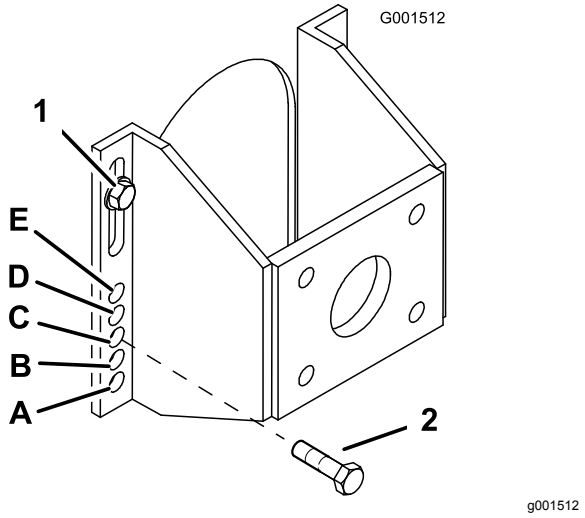

Figuur 16
5. Draai de 2 bovenste asbouten los maar verwijder deze niet (Figuur 16).
6. Verwijder de 2 onderste asbouten (Figuur 16).
7. Breng de montagebeugel omhoog of omlaag zodat u de 2 stelbouten van de as in de gewenste opening kunt plaatsen (Figuur 16).